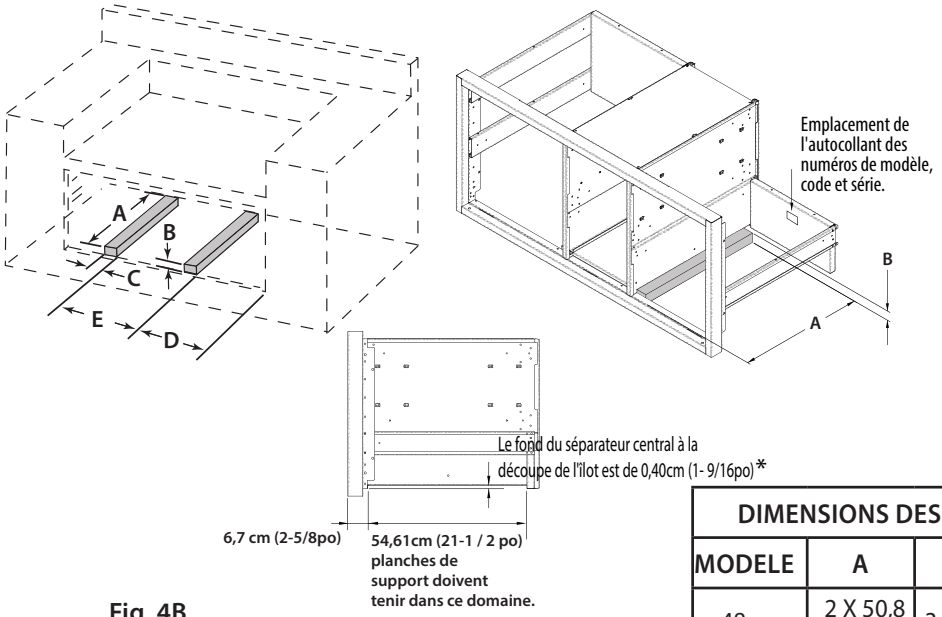

Fig. 4B
2. Placez des pièces 2 x 4 pour fournir un support à la structure des tiroirs aux emplacement indiqués sur la figure (Fig. 4B).